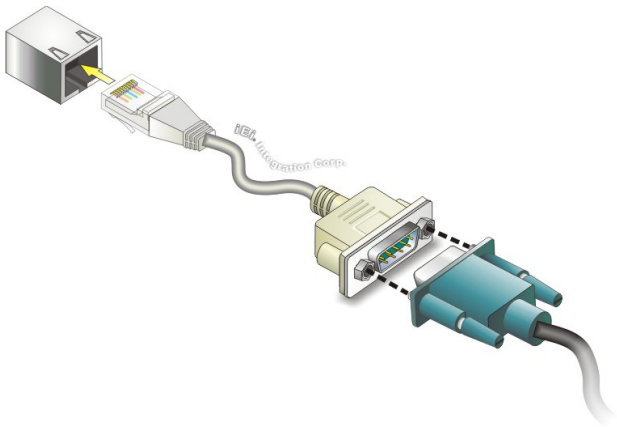

Figure 3-20: Serial Device Connector
Step 7: **Insert the serial connector**. Insert the DB-9 connector of a serial device into the DB-9 connector on the cable. See **Figure 3-20**.